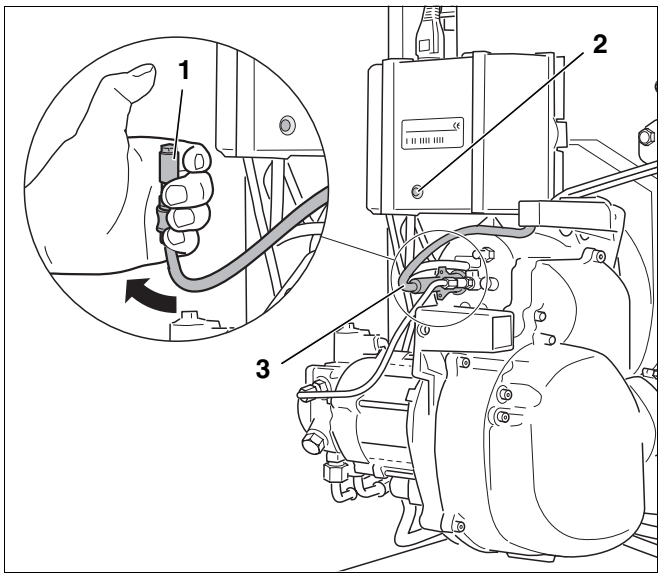

Afb. 26 Functie van de vlamvoeler controleren
- Trek de vlamvoeler bij draaiende brander aan de hiervoor bestemde greep uit de houder (afb. 26, **pos. 3**).
- Houd de vlamvoeler tegen het licht (afb. 26, **pos. 1**). Wanneer de brander weer start, moet er een uitschakeling door een storing plaatsvinden.
- Ontgrendel na een wachttijd van ca. 30 seconden de branderautomaat door de resettoets (afb. 26, **pos. 2**) in te drukken.